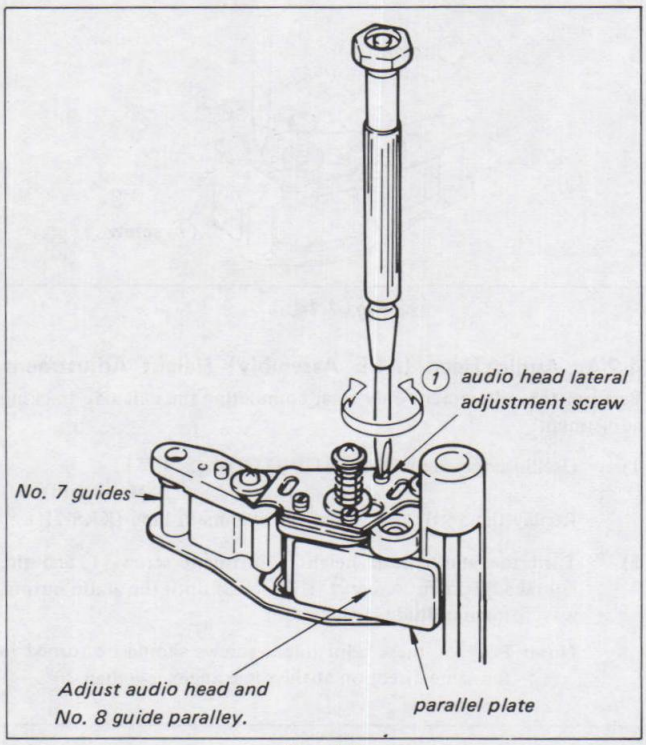

Fig. 4-9.
1) Position the parallel plate (Jig, SL-0657) as shown in Fig. 4-9, and turn audio head lateral adjustment screw (1) to adjust the audio head vertically.